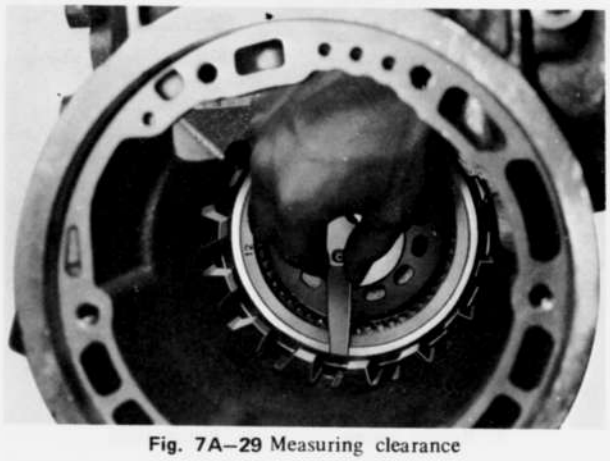

Fig. 7A–29 Measuring clearance
5. Check the operation of the low and reverse brake by blowing air into the oil hole as shown in Fig. 7A–27.